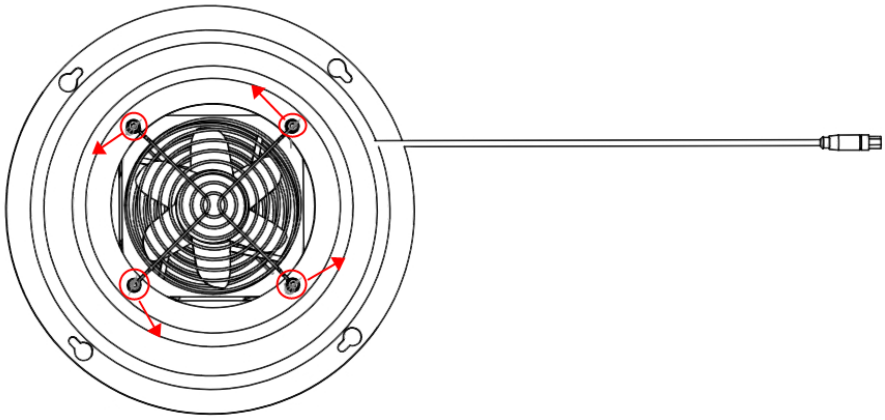

Figure 4-28 Remove the fan fixing screws
**Step 2** Use a 3mm Allen wrench to remove and remove the four round head Allen screws that secure the fan assembly, as shown in Figure 4-28.